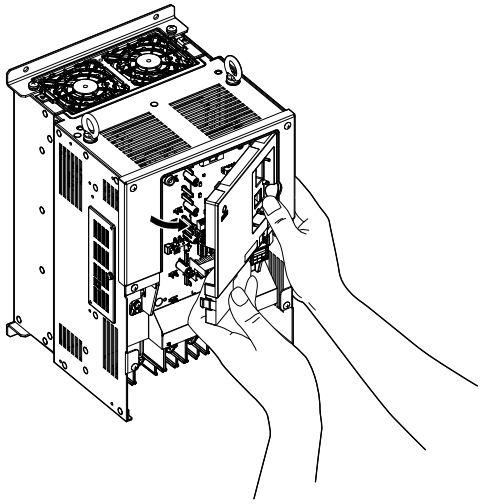

Figure 3.21 Remove the Front Cover (2A0010 to 2A0415 and 4A0058 to 4A1200)
4. Unhook the left side of the front cover then swing the left side towards you as shown in ***Figure 3.21*** until the cover comes off.